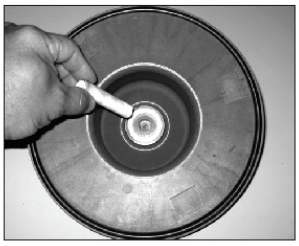

Figure 39
7. Install o-ring (item 2). See figure 39.
8. Install impeller shaft (item 6) into barrier by aligning the flats on the shaft with the ones in the barrier. Make sure it is completely seated. See figure 39.